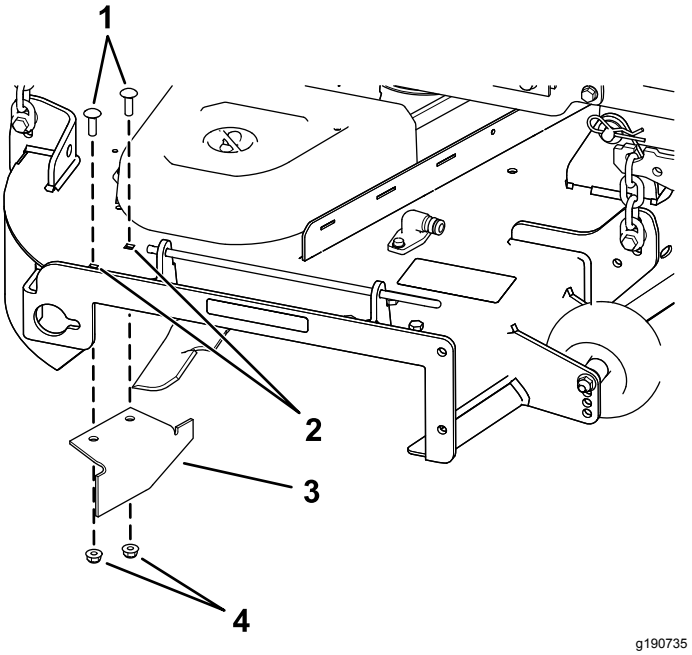

Figur 19
14. Hitta kantskärmen i påsen med lösa delar, ta bort fästelementen från avlastningsplattans bakre hål och montera skärmen vid klippdäckets sidoutkastaröppning (Figur 19).